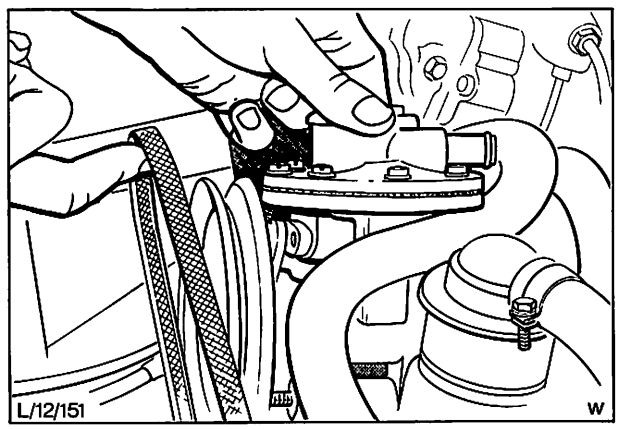

Abb. 17b Keilriemen – Ausbau
4. Befestigungsschrauben, Unterlegscheiben und Muttern von der Pumpenhalterung lösen, Keilriemen von der Riemenscheibe entfernen und Pumpe ausbauen, Abb. 17b.